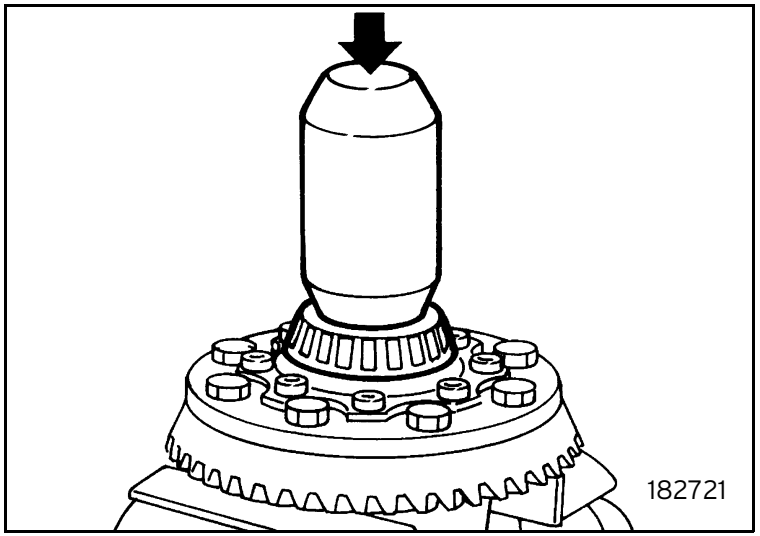

Fig. 21
- Use a suitable block to fit the roller bearing (figure 21). Repeat the operation on the other side.